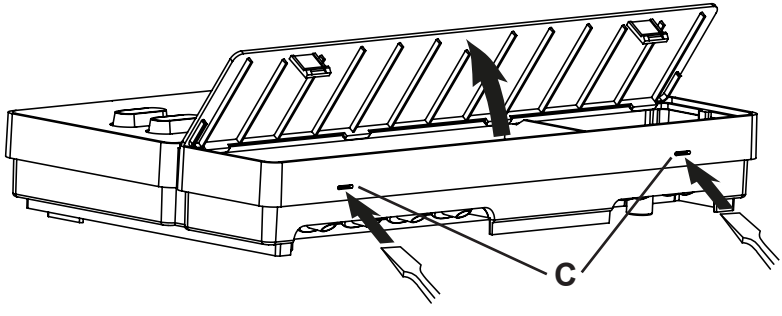

Bild 3 Ta av locket
2. Tryck in klämlåsen **C** med en skruvmejsel och ta av locket (se **Bild 3**).